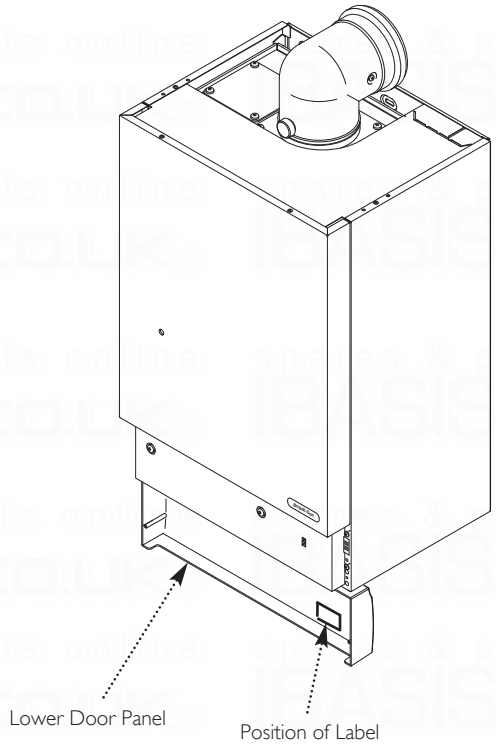

Fig. 1
2. The maximum output of the British Gas Potterton Precision is adjustable at the time of commissioning (Section 12.0). There are 5 outputs, set by turning the Output Selector to the appropriate position (see item 17 on the General Layout diagram, Section 2.0, for its location).
5. A label giving details of the model, serial number and Gas Council number is situated on the rear of the lower door panel (Fig. 1).